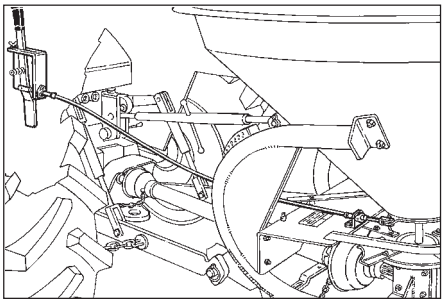

Fig.13
- Commande à distance mécanique (Fig.13)